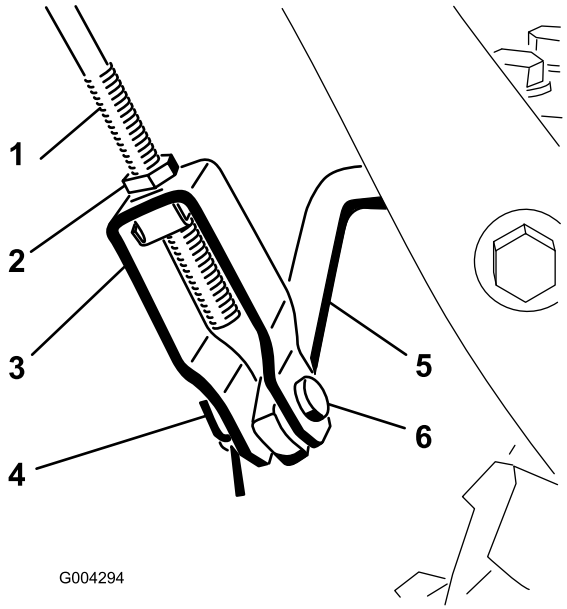

Rysunek 8
1. Poluźnij przeciwnakrętkę znajdującą się ponad łącznikiem kabłąkowym przymocowanym do górnego drążka sterującego (Rysunek 8).
2. Zrównaj otwory w łączniku kabłąkowym i dolnym drążku sterującym, a następnie wprowadź sworzeń (Rysunek 8).
C. Przekręć łącznik kabłąkowy w górę lub w dół, aby zwiększyć lub zmniejszyć odstęp między górną częścią uchwytu z dolną częścią dźwigni regulacji napędu śruby śnieżnej/wirnika (Rysunek 8).
6. Gdy łącznik znajduje się na odpowiedniej pozycji, wprowadź sworzeń i zabezpiecz go zawleczką (Rysunek 8).
7. Dokręć przeciwnakrętkę, aby zabezpieczyć łącznik kabłąkowy (Rysunek 8).